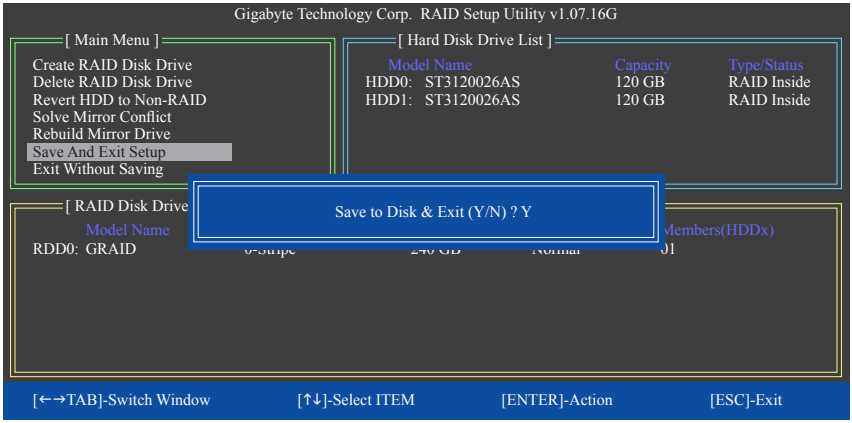

図 10
7. **セットアップを保存して、終了:** RAID アレイを構成した後、メイン画面で **Save And Exit Setup** 項目を選択し、設定を保存してから RAID BIOS ユーティリティを終了し、<Y>を押します (図 10)。